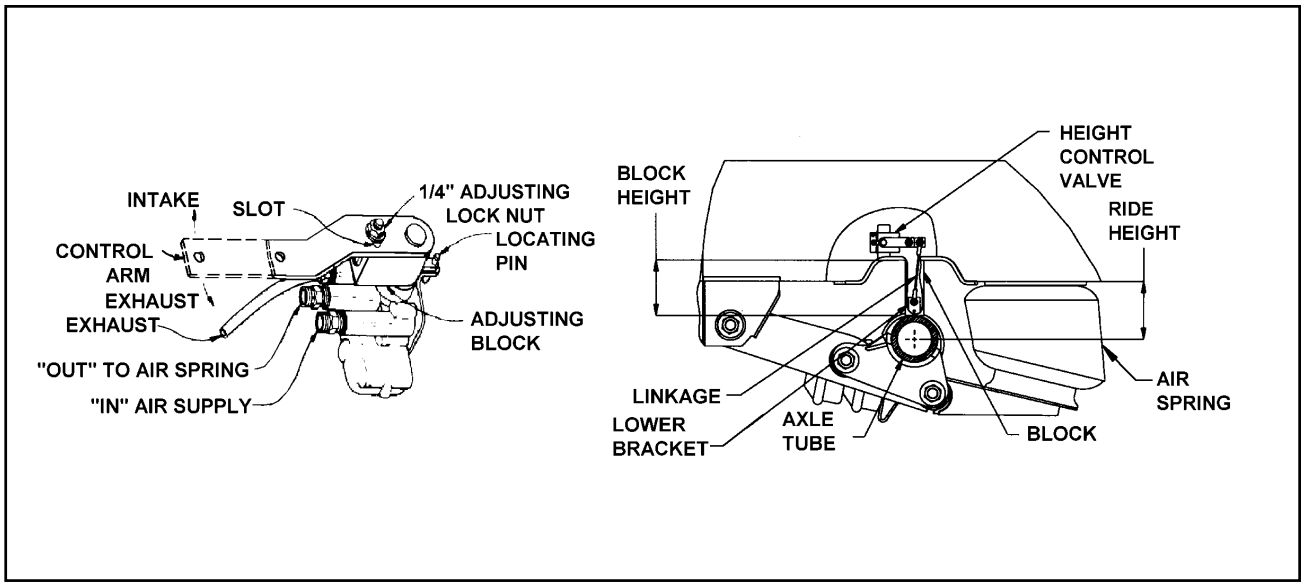

**Figure 4-4 Air Ride Height Adjustment**
### 4-6.3 Air Ride Height Adjustment. (See Figure 4-4 for parts identification).
**b.** Disconnect linkage at the control arm and raise control arm to the “up” position, raising the trailer until a block can be placed between axle tube and undercarriage frame **(See Figure 4-4).**
**f.** Loosen the 1/4" adjusting lock nut located on the adjusting block, allowing the control arm to move approximately 1 inch. Move the adjusting block until holes align, then insert locating pin. **(See Figure 4-4)**.